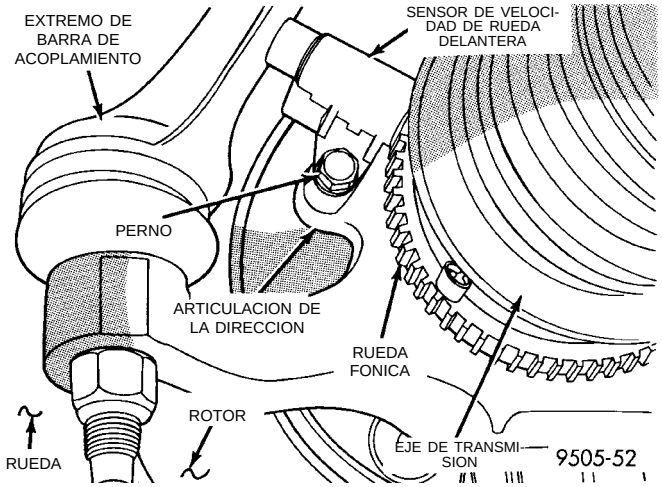
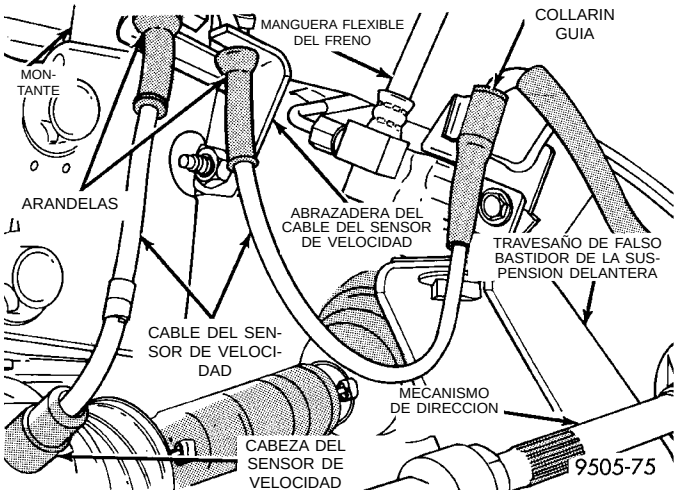

Fig. 31 Perno de instalación del sensor de velocidad de rueda delantera
Fig. 32 Recorrido del cable del sensor de velocidad de rueda delantera
(4) Retire el perno de instalación de la cabeza del sensor de velocidad de rueda a la articulación de la dirección (Fig. 31).
(5) Retire con cuidado la cabeza del sensor de la articulación de la dirección. Si el sensor se atascó, debido a la corrosión, **NO UTILICE ALICATES EN LA CABEZA DEL SENSOR.** Con un martillo y un punzón, terraje el extremo de la orejeta del sensor, sacudiéndolo de lado a lado hasta que se suelte.
(6) Retire las arandelas del conjunto del cable del sensor de velocidad del soporte de retención (Fig. 32).
Retire el collarín guía del cable del sensor de velocidad del bastidor del vehículo (Fig. 32).
(2) Instale las arandelas del conjunto del cable del sensor de velocidad en el soporte de retención (Fig. 32). Instale el collarín guía del cable del sensor de velocidad en el bastidor del vehículo (Fig. 32).
(3) Instale el tornillo de instalación del sensor de velocidad de rueda en la articulación de la dirección (Fig. 31). Apriete el tornillo de instalación con una torsión de 7 N·m (60 libras pulgada).
(4) Instale el conjunto de rueda y neumático en el vehículo.
(5) Realice una prueba de carretera del vehículo para asegurar el funcionamiento correcto de los sistemas de freno básico y ABS.